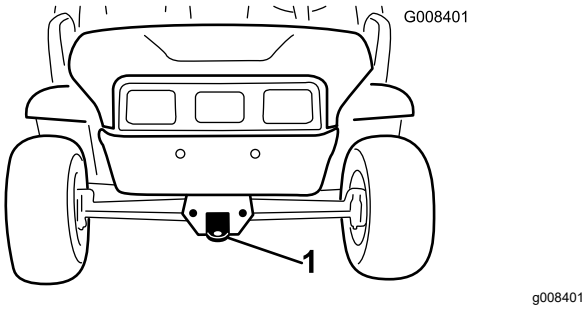
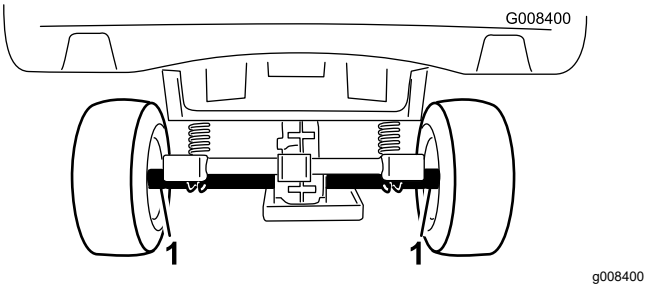

Figur 18
Figur 19
Se Figur 18 og Figur 19 for bindepunkternes placering på maskinen.
2. Sæt et bugsertov fast på trækstangen forrest på maskinstellet (Figur 18).